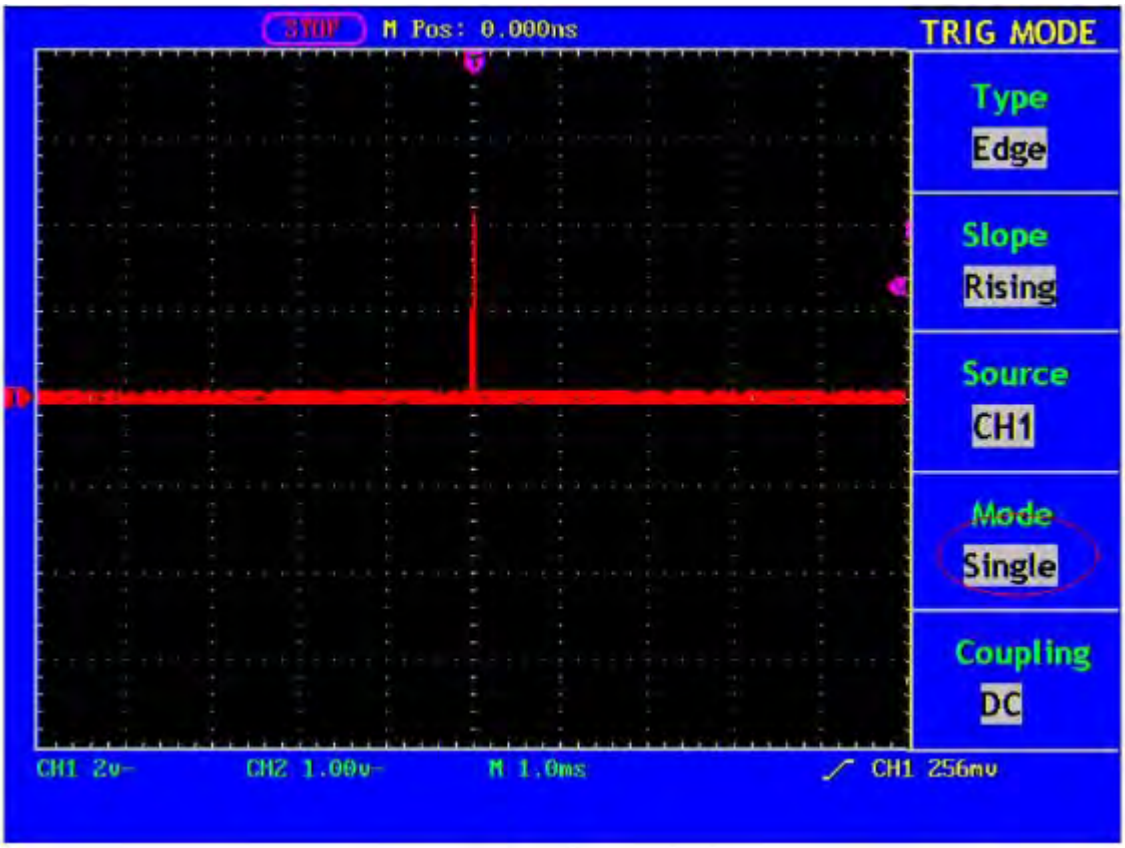

Fig. 56 Capture the Single Signal
10. If the **Trigger State Indicator** at the top of the screen does not indicate **Ready**, push down the **RUN/STOP** button and start **Acquire,** waiting the emergence of the signal in conformity with the trigger conditions. If a signal reaches to the set trigger level, one sampling will be made and then displayed in the screen. With this function, any random occurrence can be captured easily. Taking the burst burr of larger amplitude for example, set the trigger level to the value just greater than the normal signal level, and then press the **RUN/STOP** button and wait. When there is a burr occurring, the instrument will trigger automatically and record the wave form generated during the period around the trigger time. With the **HORIZONTAL POSITION** knob in the horizontal control area in the panel rotated, you can change the horizontal position of the trigger position to obtain the negative delay, making an easy observation of the waveform before the burr occurs (see Fig. 56).